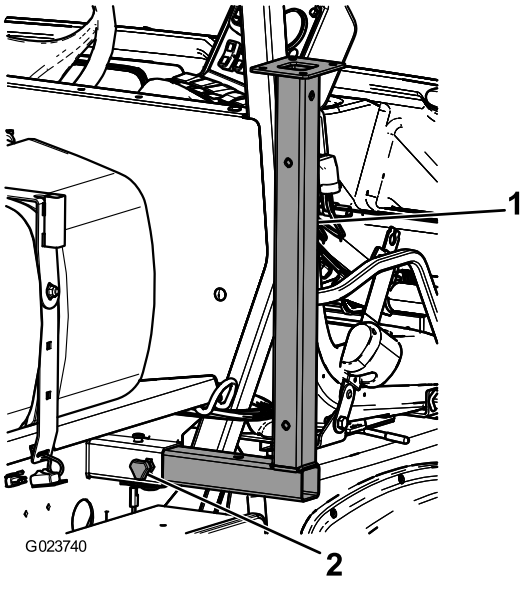

**Figur 28**
1. Indsæt de forreste donkrafte i rammen med bunden opad ved de forreste bindepunkter (Figur 28).